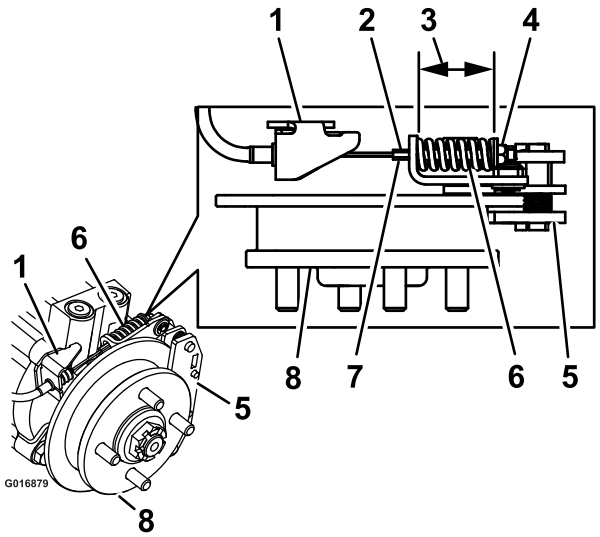

Figur 71
9. Hold den gevindskårne stangende med et stykke værktøj og juster låsemøtrikken, indtil fjederlængden er mellem 3,8 og 4,0 cm; se Figur 71. Kablet må ikke dreje, mens møtrikkerne løsnes.